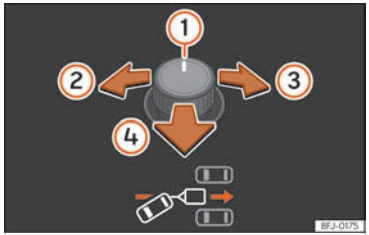
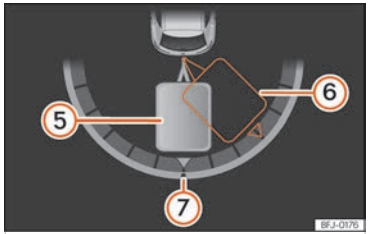

Fig. 152 Outside rearview mirror rotary control: adjust the trailer angle.
Fig. 153 Instrument cluster display: engage reverse.
Key to the ››› Fig. 152 , ››› Fig. 153:
- Tilt the rotary control until the desired direction is reached ››› Fig. 152. A representation of the tow vehicle and trailer set is shown on the instrument cluster screen for guidance purposes ››› Fig. 153.